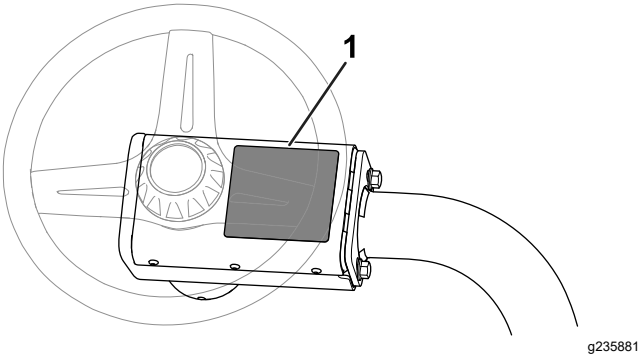

Figur 8
- Placera CE-varningsdekalen (artikelnr 136-8505) ovanpå den befintliga varningsdekalen (artikelnr 136-8506). Figur 8 visar varningsdekalens plats.